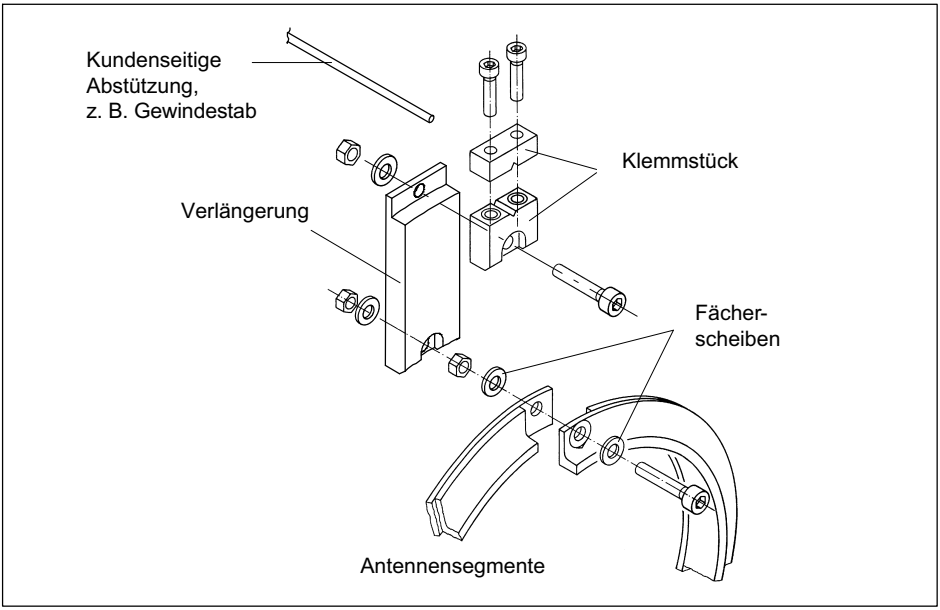

Abb. 5.7 Klemmstück am Antennenring montieren
2. Befestigen Sie das Klemmstück mit der beigelegten Verschraubung nach *Abb. 5.7*. Verwenden Sie unbedingt die neuen Fächerscheiben!